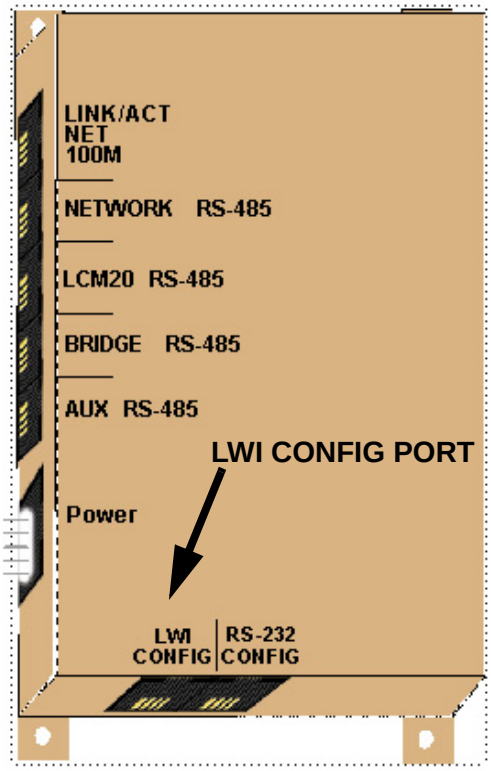

Figure 18: LWI Config Port on LC3000
1. Plug the RJ-45 connector from the patch cable connected to the LE3/BRIDGE wireless module into the RJ-45 jack of the LC3000, labeled “LWI CONFIG” (see Figure 18).
1. Plug the configuration cable, provided with the LC3000, into the RJ-45 jack labeled “LWI CONFIG on the LC3000 (see Figure 18).